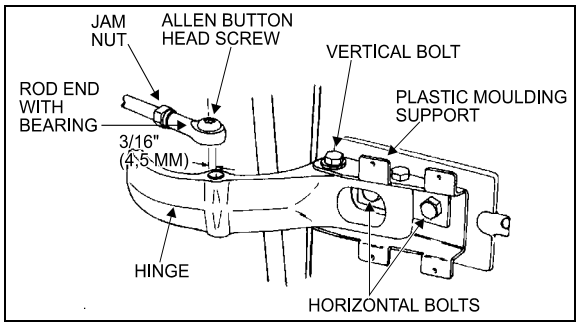

FIGURE 22: UPPER DOOR HINGE 18058
2. Remove the Allen button head screw and the washer retaining the rod end with bearing to the upper hinge. See figure 22.